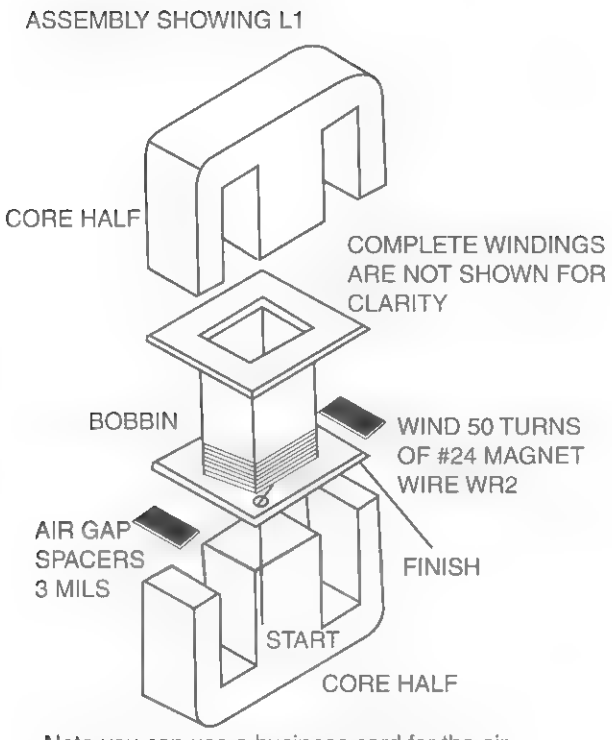

Figure 35-4 *Assembly of L1 inductor*
3. Assemble the L1 choke coil as shown in Figure 35-4 by wrapping 50 turns of #24 magnet wire on the nylon bobbin as evenly as possible. Leave 2 inches of leads for a connection to the circuitry. Assemble the E core as shown and shim each side with pieces of yellow cardboard strips of 3 mils each for a total of 6 mils. If you have an LCR bridge, measure 1 millihenry.